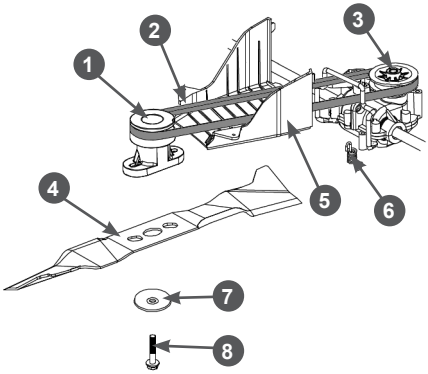

**Рис. 26 Обслуживание ремня привода**
3. Открутите два винта крепления и снимите защитный кожух 5 ремня (Рис. 26).
ля за нож, внимательно осмотрите ремень 2 привода хода на наличие трещин, разрывов, отслоения корда (Рис. 26). При обнаружении повреждений ремень необходимо заменить.
2. Открутите два винта крепления и снимите защитный кожух 5 ремня (Рис. 26).
3. Снимите ремень 2 со шкива адаптера в сторону двигателя и снимите адаптер 1 с вала двигателя (Рис. 26).
4. Снимите ремень со шкива 3 редуктора (Рис. 26).